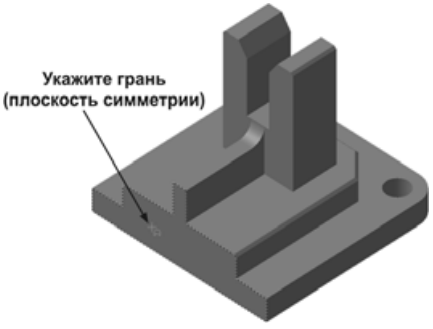

Рис. 5.85
- Укажите в окне детали плоскую грань, которая будет плоскостью симметрии при зеркальном отражении (рис. 5.85).